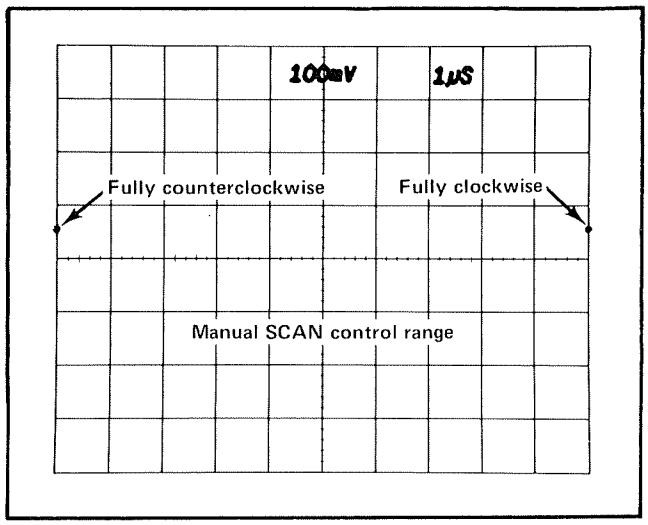

Fig. 5-1. The correct dot range of movement for Manual SCAN control operation.
j. Check that the dot range of movement is from graticule vertical line 0 (left edge) to graticule vertical line 10 (right edge) when the SCAN control is turned from the fully counterclockwise position to the fully clockwise position. Adjust the HORIZ POS and SWEEP CAL (screwdriver adjust) controls as necessary to obtain this performance. The SWEEP CAL control sets the distance the dot moves. The HORIZ POS control positions the range of dot movement of the graticule. See Fig. 5-1 for this display.